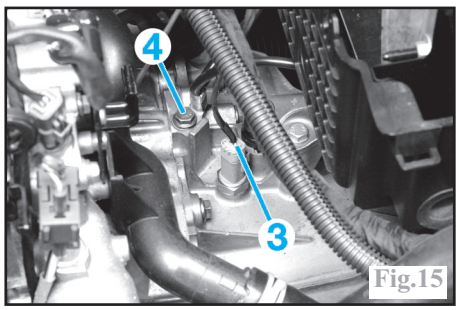

Fig.15
Sur la boîte de vitesses, débrancher le connecteur de feux de recul (3) et le fil de masse (4) (Fig.15).